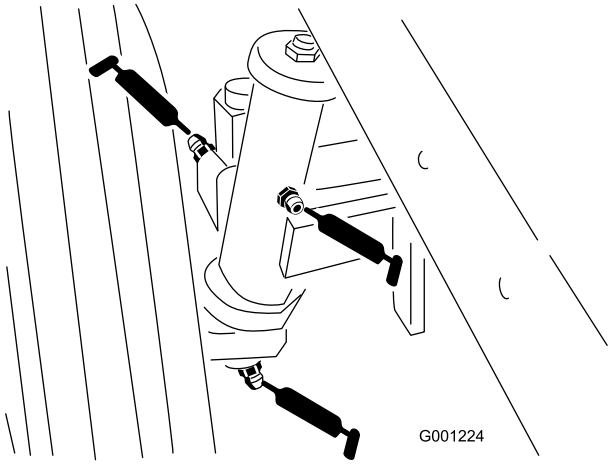

**Figuur 42**
- Lagerbussen van achterwielas (Figuur 42)